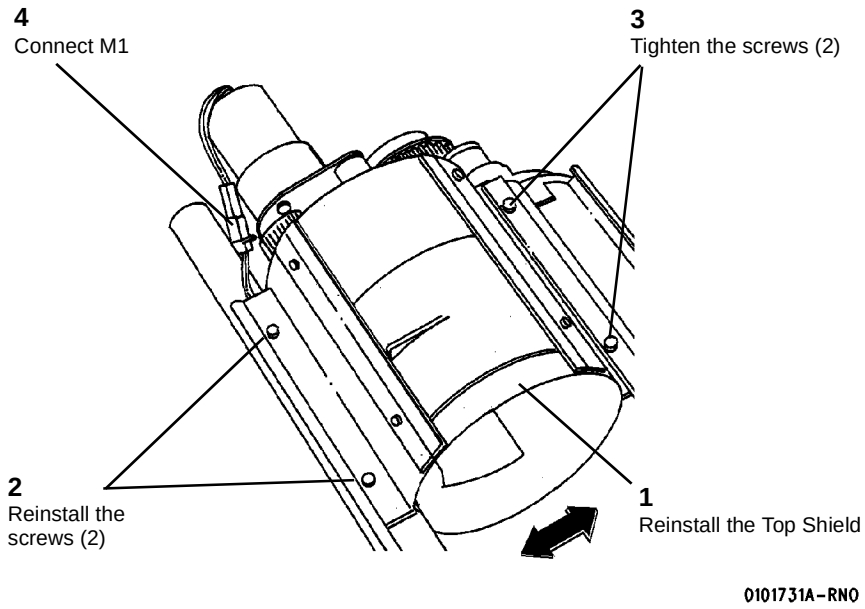

**Figure 3 Reinstalling the Top shield**
4. (Figure 3): Reinstall the Top Shield, taking care not to overtighten the screws.